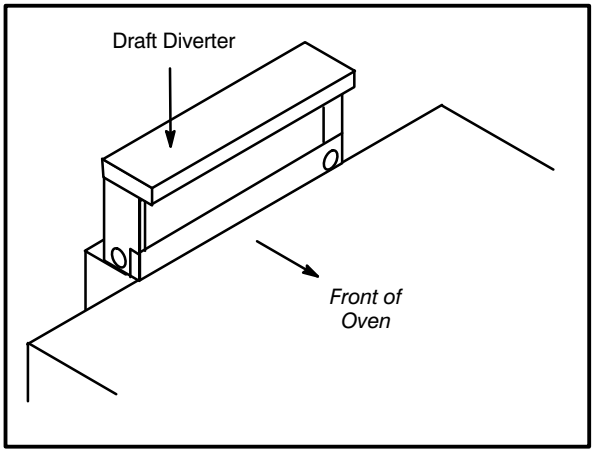

**Figure 8**
1. Place the diverter over the flue connector with the open area facing the front of the oven. See Figure 8.